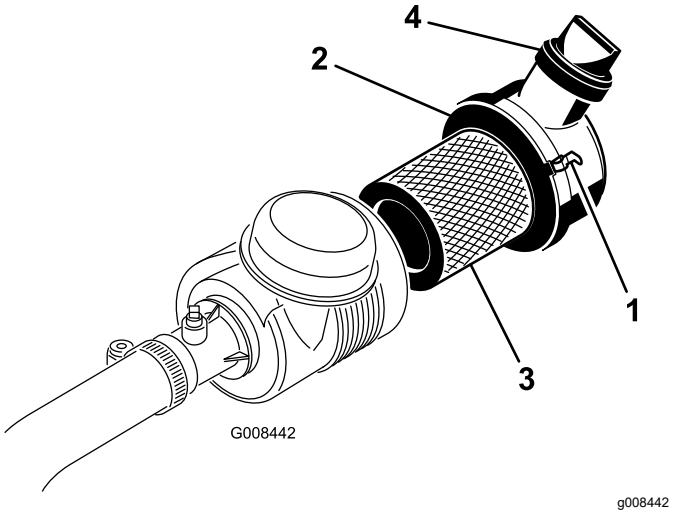

Figur 30
1. Lossa spärrhakarna som fäster luftrenarkåpan på luftrenarhuset (Figur 30).
7. Kontrollera att spärrhakarna fäster kåpan på enheten (Figur 30).